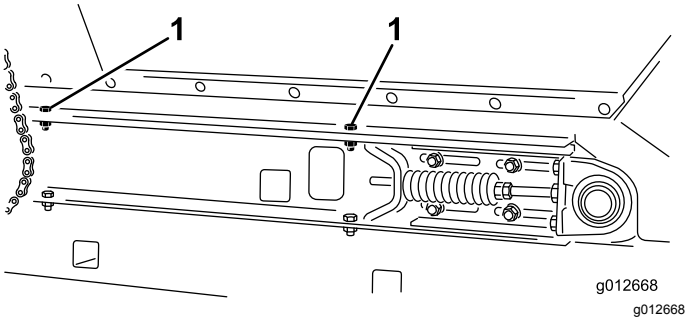

Figure 37
4. At each side of machine, secure the hopper to slider-frame rails (Figure 37) with the 2 capscrews, 2 washers, and 2 locknuts that you removed in Disassembling the Slider Bed (page 23).